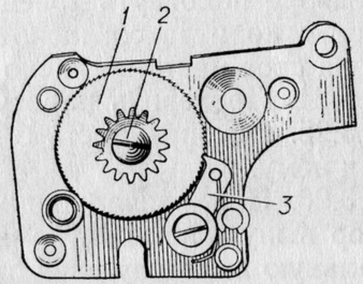

Рис. 34. Нижняя плата механизма транспортировки:
5.3.17. Проверить фиксацию храпового колеса *1* (рис. 34) собачкой *3*. При необходимости износившийся носик собачки исправить или заменить собачку.